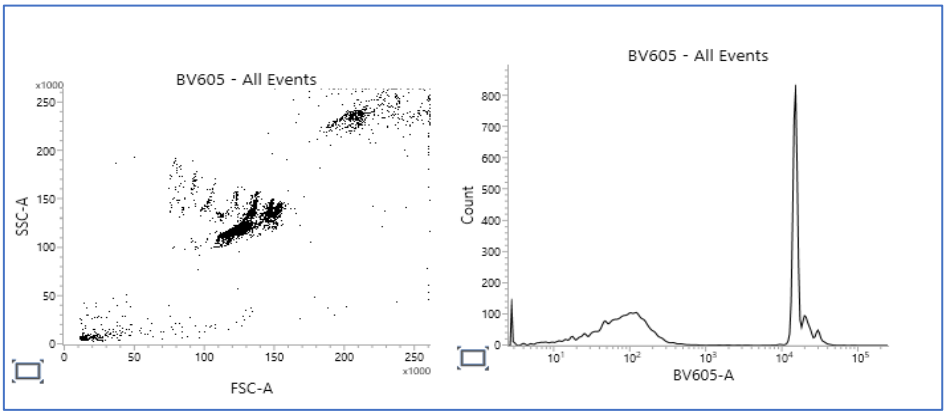

Figure 3: Using BD Comp Beads as a Compensation
2. *Antibody Capture beads/ BD™ CompBeads* **(Figure 3)**